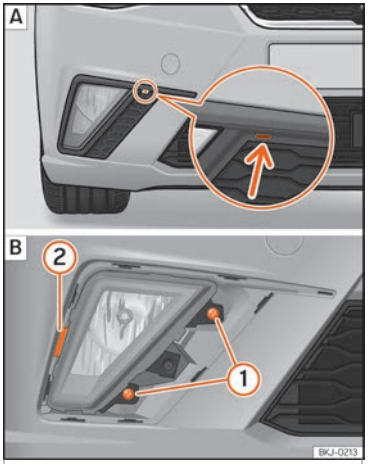

Fig. 107 Farol de nevoeiro.
1. Coloque uma chave de parafusos a fazer de alavanca no entalhe ››› Fig. 107 A (seta). Em seguida, retire os grampos situados no contorno da grelha, fazendo um pequeno movimento de alavanca.
2. Retire os dois parafusos (1) B e faça de alavanca no grampo (2) para retirar o farol de nevoeiro.